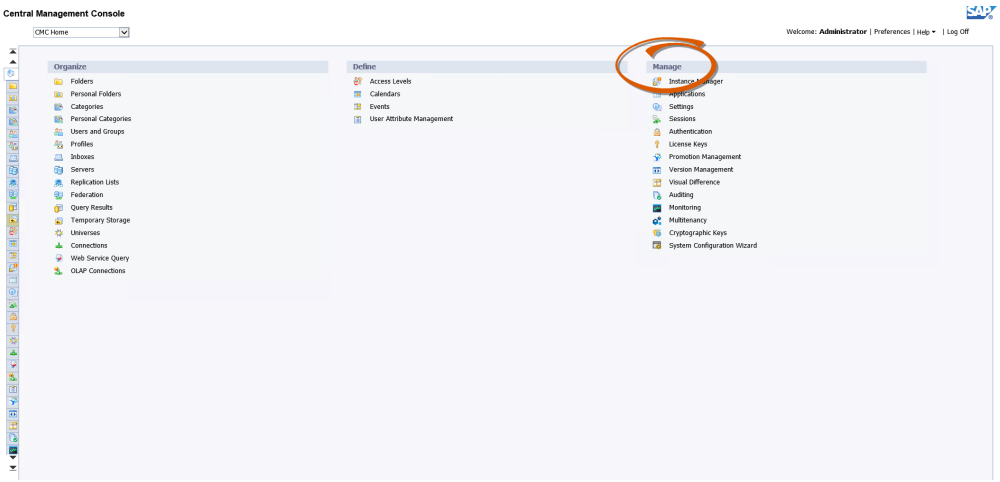
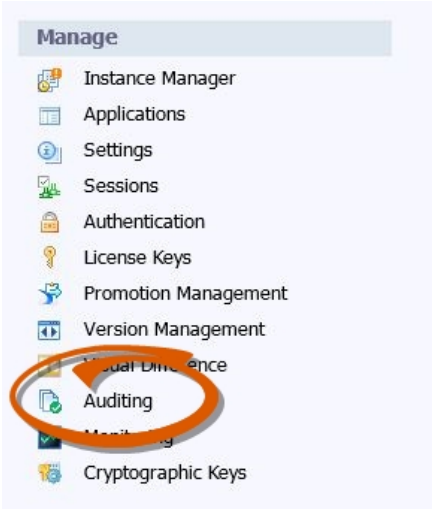

Figure 6.81 – SAP Central Management Console
Figure 6.82 – SAP Central Management Console - Manage
2. The Central Management Console screen appears. See Figure 6.81 on page 6-58.
3. Under the Manage section, click **Auditing**. See Figure 6.81 and Figure 6.82.